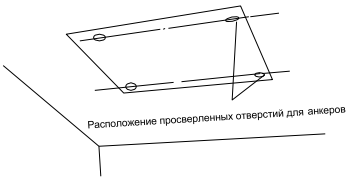

Рис. 4.4
(1). Используя монтажный шаблон, просверлите отверстия для болтов (всего должно быть четыре отверстия) (См. Рис.4.4)